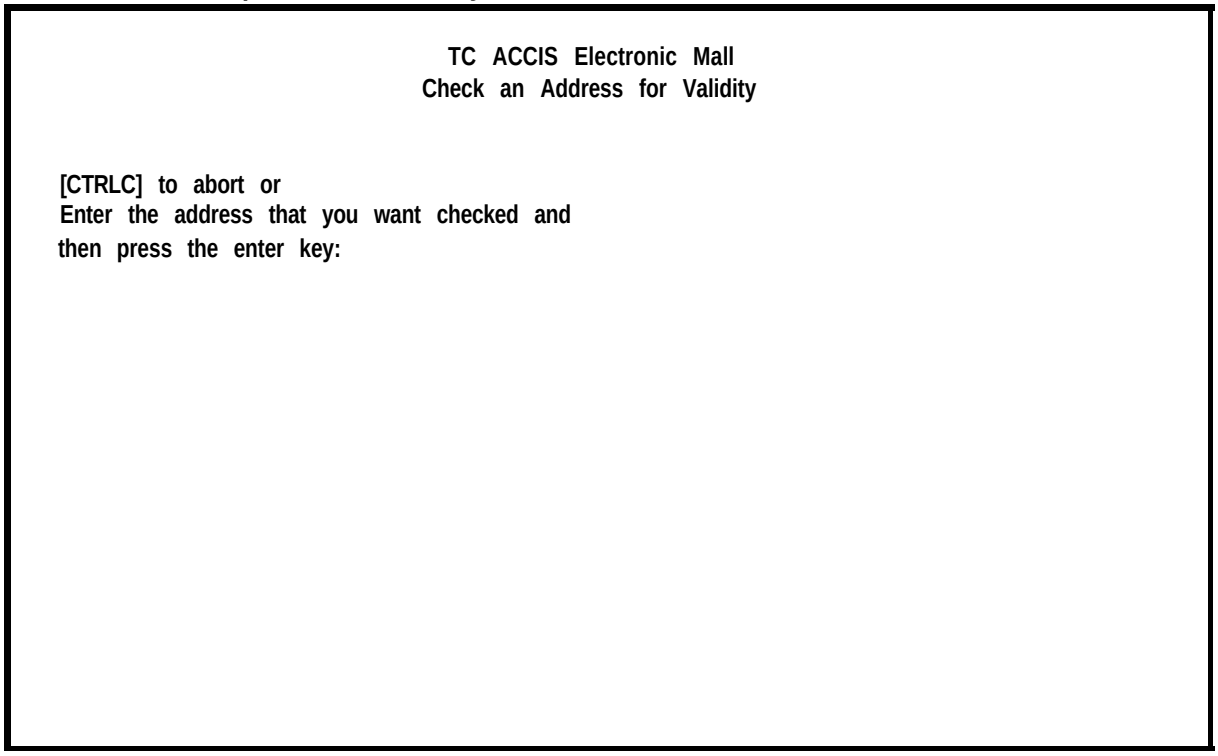

Figure 14-11. Check an Address for Validity Screen
a. Select **the Check an Address for Validity** option from the Electronic Mail menu. A Check an Address for Validity screen similar to the one shown in Figure 14-11 will be displayed.